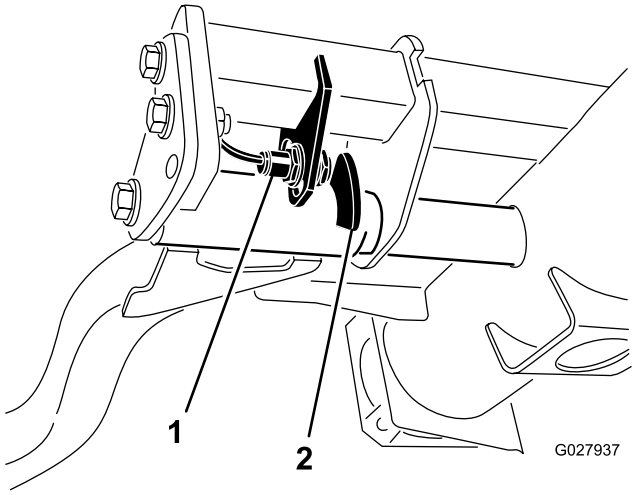

Figuur 38
2. De schakelaar van de hefarm bevindt zich onder de hydraulische tank achter de hefarm rechts voor (Figuur 38).